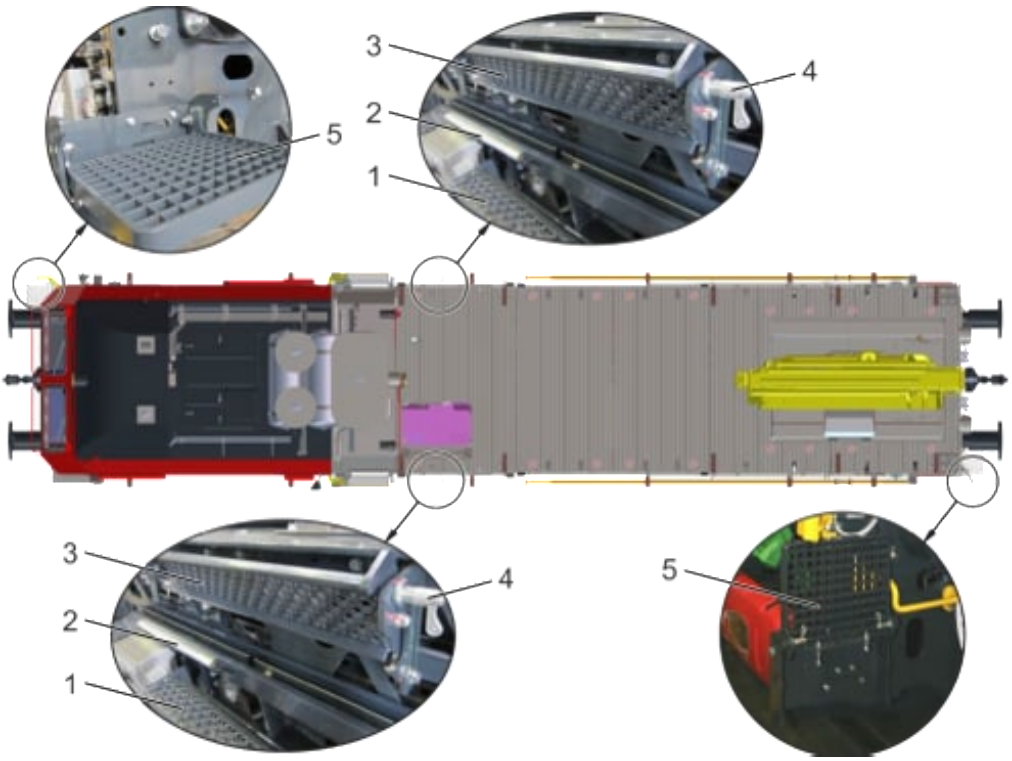

Fig. 127: Scaletta e predellini di manovra
Sollevare il gradino superiore (3) della scaletta utilizzando il blocchetto a molla (4), cfr. Fig. 127.
Abbassare il gradino, cfr. Fig. 127 (3), della scaletta utilizzando il blocchetto a molla (4) per consentire la salita.